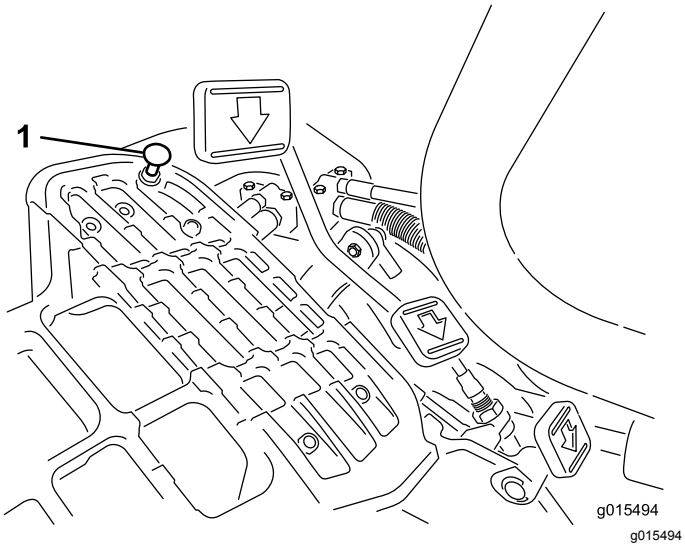

Figur 45
For at opnå maksimal transporthastighed skal du sætte funktionsbevægelseshåndtaget i TRANSPORT-positionen og trykke ned på traktionspedalen. Hvis pedalen berører stoppet (Figur 45), inden du mærker stramningen på kablet, skal du udføre følgende justeringsprocedure:
1. Sæt funktionsbevægelseshåndtaget i TRANSPORT-positionen, og løsn den låsemøtrik, der holder pedalstoppet på gulvpladen (Figur 45).